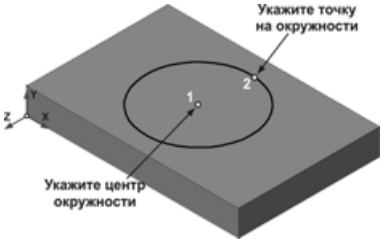

Рис. 2.53
- В ответ на запросы системы расположите центр окружности приблизительно в центре плоской грани и точку окружности, как это показано на рис. 2.53.